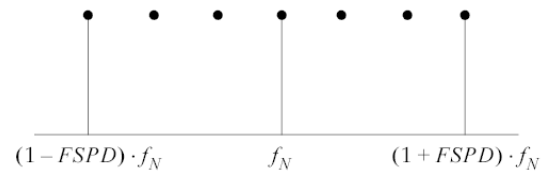

Figure 14-1. Frequency Spread Definition
4. In the example above there will be 21 equally spaced frequencies across a frequency band of 0.7 · f_N to 1.3 · f_N for each natural frequency that occurs between 20 and 2000. See Figure 14-1 for the definition of frequency spread.